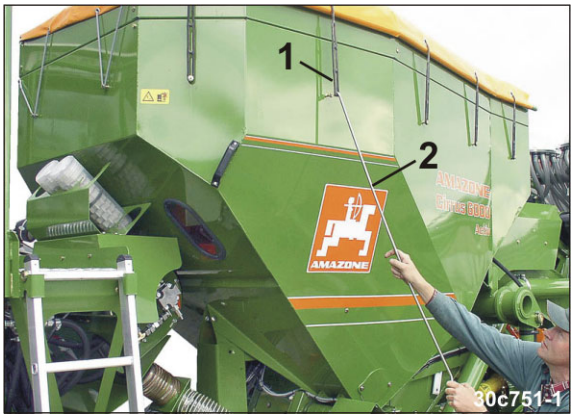

Fig. 191
4. Løsn gummistropperne (Fig. 191/1) med hægten til den sammenklappelige afdækning (Fig. 191/2).